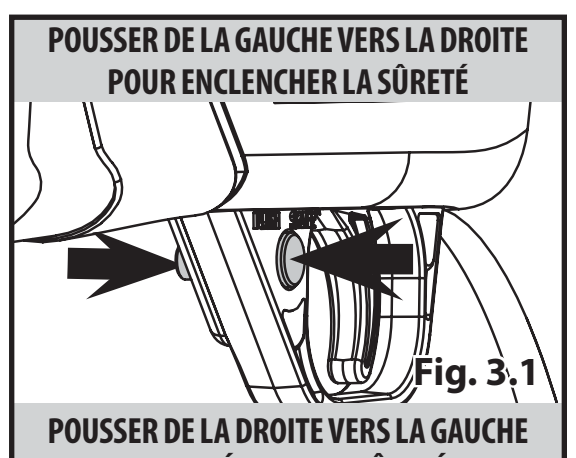

Fig. 3.1
- **b.** L'anneau rouge sur le bouton de la sûreté indique si la sûreté est enclenchée ou dégagée (Fig. 3.1)
- **b.** La sûreté est sur la position « FIRE » et est DÉGAGÉE lorsque la sûreté fait saillie au niveau du pontet et la couleur rouge est visible (Fig. 3.1)
1. ENCLENCHEZ la sûreté de la carabine à air comprimé (Fig. 3.1)
- **a.** ENCLENCHEZ la sûreté de la carabine à air comprimé (Fig. 3.1)
- **i.** ENCLENCHEZ la sûreté de la carabine à air comprimé (Fig. 3.1)
- **vii.** DÉGAGEZ la sûreté de la carabine à air comprimé (Fig. 3.1) et faites feu. Cette procédure déchargera la bille BB de l'aimant de la culasse